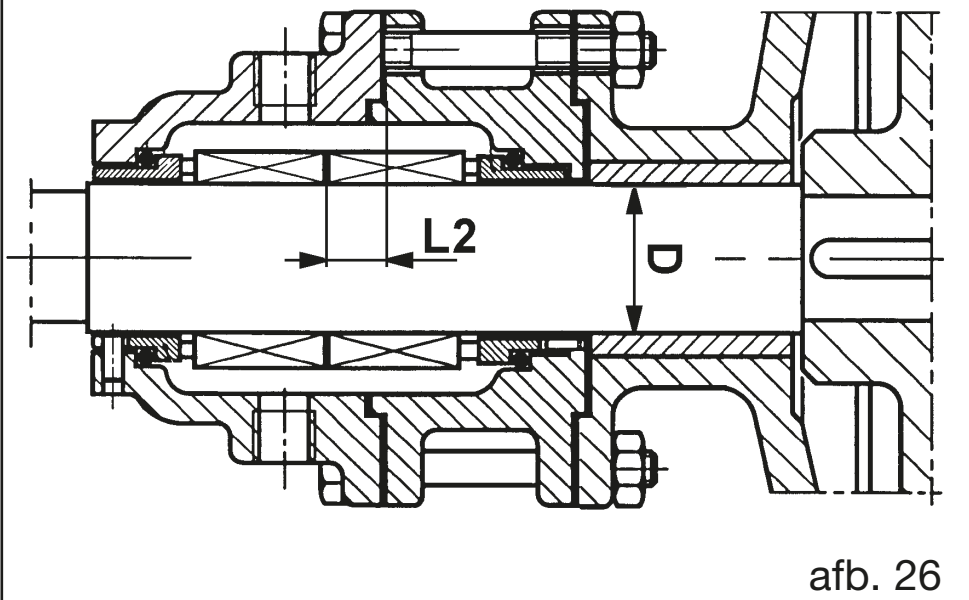

afb. 26
N.B. De tabel geeft diameter D van de as en afstand L2 tussen de afdichting (66.1) en de afdichtinghouder (77) aan, met de flens-steun die niet geblokkeerd is maar op de achterkant van de rotor rust (afb. 26)